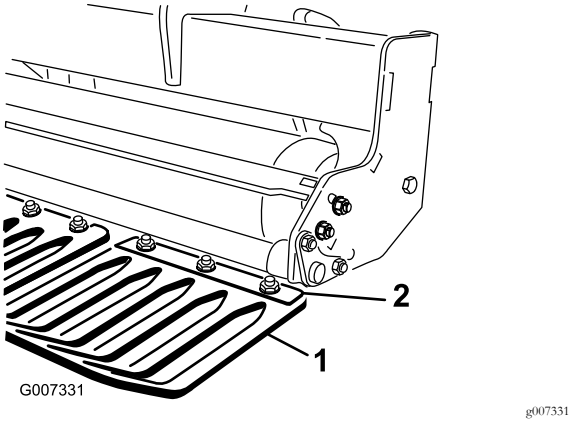

**Figur 17**
1. Lossa på muttrarna som fäster gräsmatteskyddets klämmor på verktygsstödfästet (Figur 17).